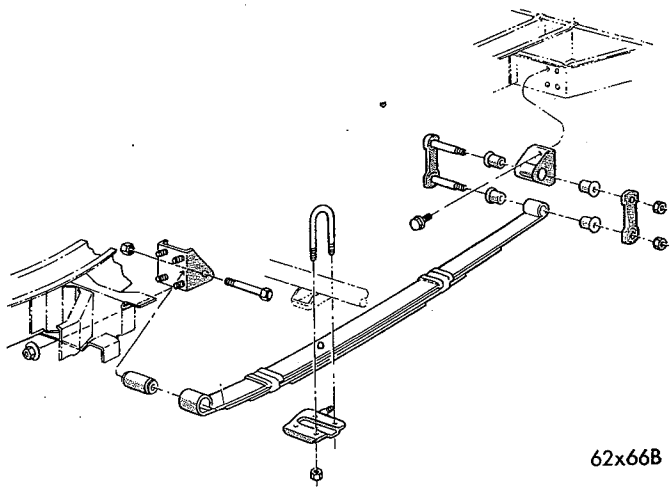

*Fig. 10—Rear Spring (Valiant)*
(1) Raise vehicle to a comfortable working level.
(2) Disconnect rear shock absorber at lower mounting stud.
(3) Support vehicle at lifting points, permitting rear springs to hang free.
(4) Support rear axle housing to this position.
(5) Remove nuts attaching rear spring front pivot hanger to body frame (Figs. 10, 11 and 12).
(6) Remove "U" bolt nuts and spring plate.
(7) Remove rear hanger bolts and remove spring from car.
(8) Remove rear spring front pivot bolt and remove hanger from spring.